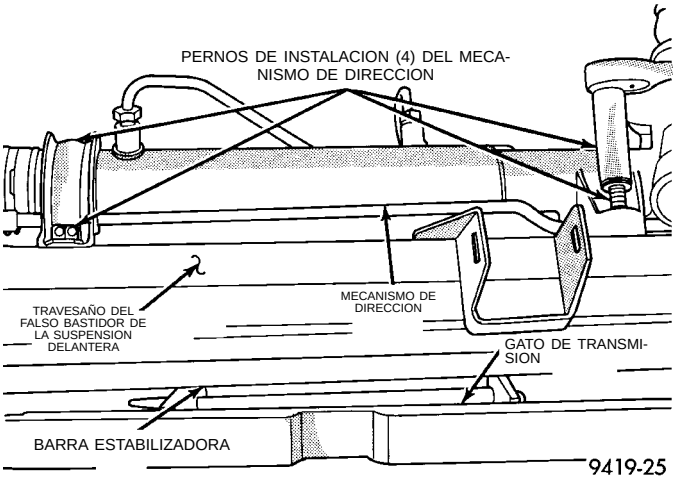

Fig. 15 Pernos de instalación del conjunto del mecanismo de dirección
(14) Afloje y retire los 4 pernos (Fig. 15), que fijan el conjunto de dirección al travesaño del falso bastidor de la suspensión delantera. Luego retire el conjunto de dirección del travesaño del falso bastidor de la suspensión delantera.
(1) Instale el conjunto del mecanismo de dirección en el travesaño de falso bastidor de la suspensión delantera. Instale los 4 pernos de instalación del conjunto del mecanismo de dirección al travesaño de falso bastidor de la suspensión delantera (Fig. 15). Apriete los 4 pernos de instalación del mecanismo de dirección con una torsión de 68 N·m (50 libras pie).